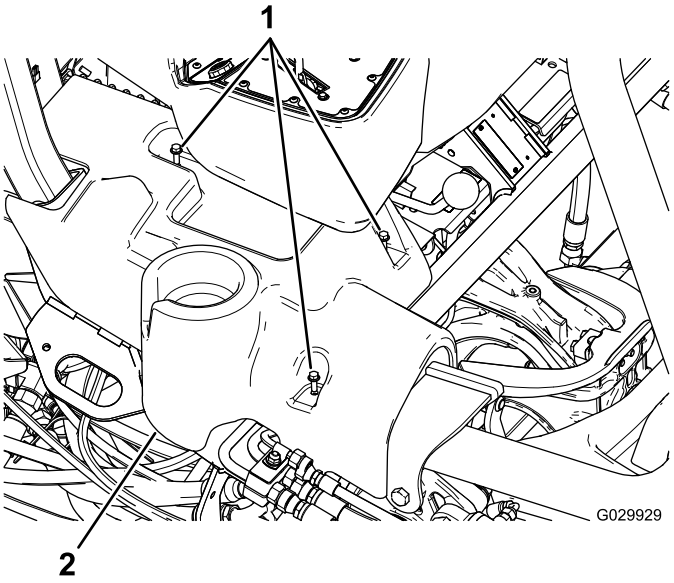

Рисунок 12
1. Совместите отверстия под болты в новой правой панели с отверстиями под болты в машине (Рисунок 12).